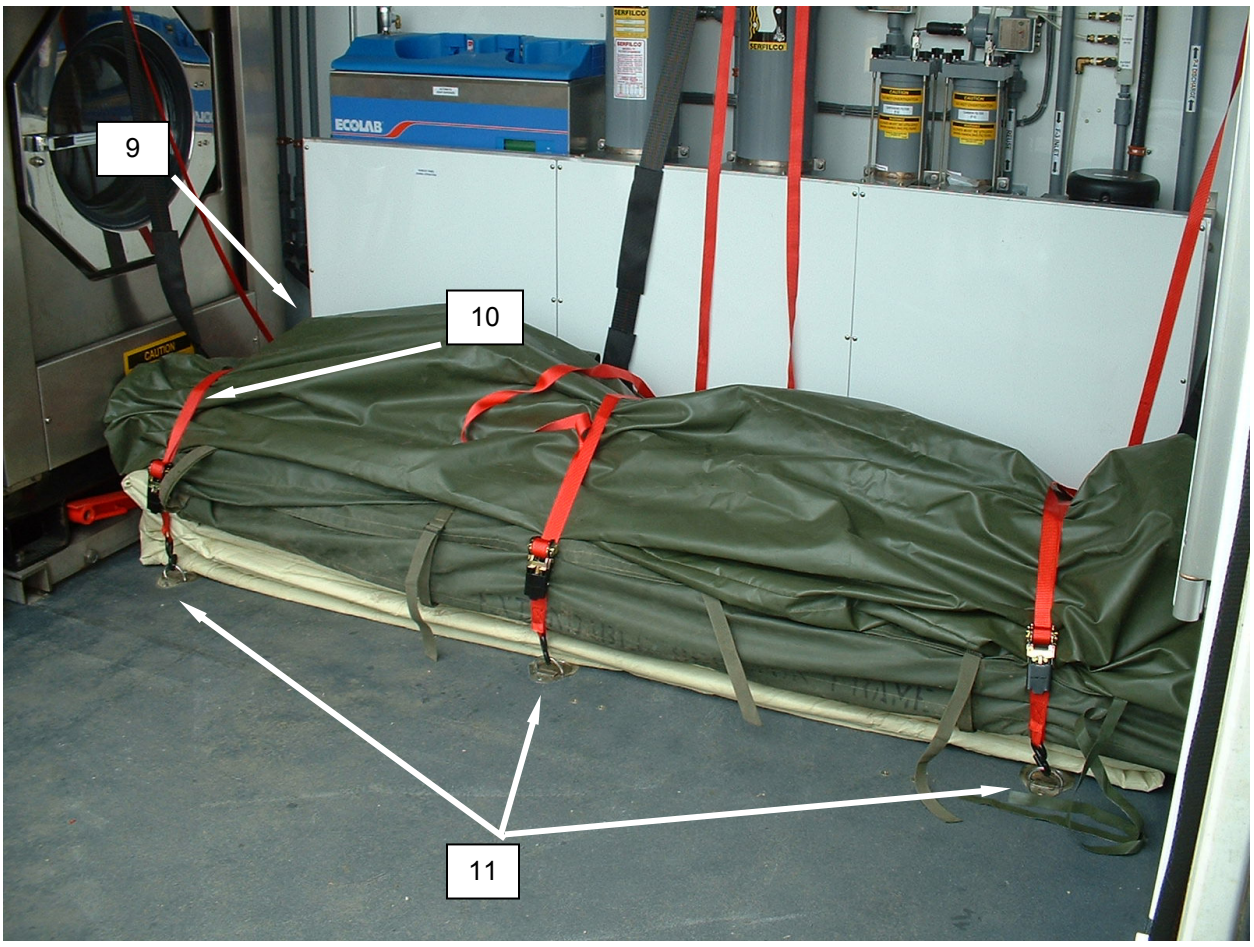

Figure 10. Securing with Straps.
14. Place the remaining TEMPER frame section bag (purlins) **(Figure 10, Item 9)** and vestibule bag atop the larger frame section bag, extending into the lint compartment of dryer No. 1.
15. Wrap the three 1-in. straps **(Figure 10, Item 10)** over the packed TEMPER components and attach to the center D-rings **(Figure 10, Item 11)**. Tighten straps so there is no movement of the packed TEMPER components. Straps may require retightening as the packed floor sections compress.